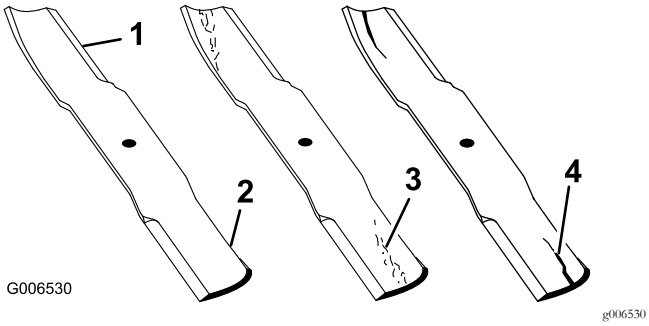

Figur 56
1. Kontrollera eggarna (Figur 56).
4. Montera omedelbart en ny kniv om du upptäcker sprickor, slitage eller spårbildning i detta område (Figur 56).